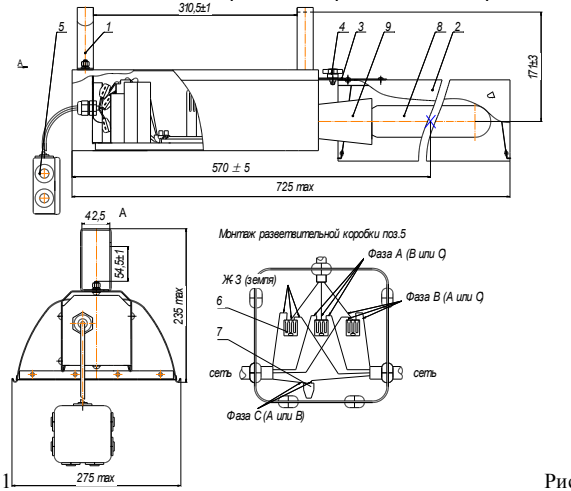

Рис. 1
1.1 Светильник ЖСП30РуЭк-600-013У5 (рис.1) предназначен для досветки растений и светокультур в вегетационно-климатических сооружениях.
9.1 Светильник эксплуатируется в горизонтальном положении с креплением подвеса «Ру» (1) (рис.1) на монтажный профиль прямоугольной формы с размерами полки 40х50 мм.